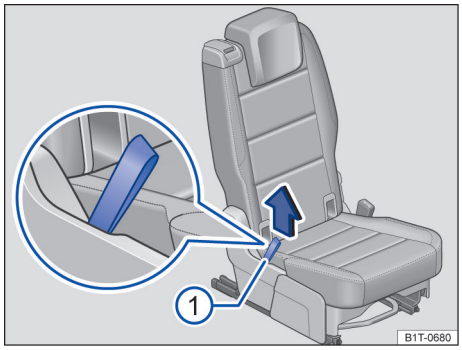

图 84 第二排座椅。将后座椅向前翻折
– 将锁止拉扣→ 图 84 ① 往上拉起并将后座椅靠背向前翻折。整个后座椅往前翻折→ ⚠